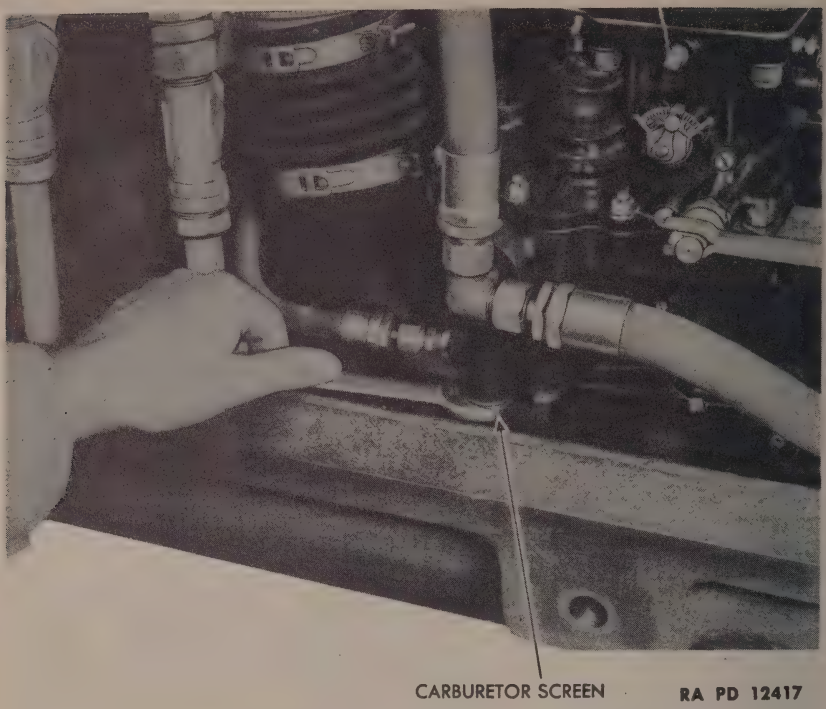

Figure 15—Removing Carburetor Inlet Screen
(4) REMOVE AND CLEAN CARBURETOR SCREEN (fig. 15).
Using a pair of pliers, remove the locking wire from the nut on the bottom of the screen. Then, using an $1\frac{1}{16}$-inch open-end wrench, remove the screen (fig. 15). Wash screen with SOLVENT, dry-cleaning, being sure that all trace of dirt is removed. Replace screen, being careful not to tighten it too tightly to avoid spreading or otherwise injuring the lead gasket. Replace lock wire.